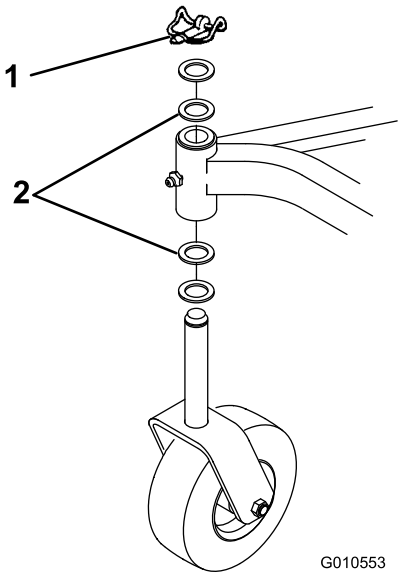

Figur 26
A. Hæv den lave side på klippeenheder, der normalt betjenes med klippehøjde 25-51 mm. Fjern ringstiften, der fastgør styrehjulet til den lave ende (Figur 26), og fjern styrehjulet.
C. Hvis klippeenheden betjenes med klippehøjde 51-102 mm, skal klippeenhedens højere side sænkes. Fjern ringstiften fra styrehjulet i enhedens høje ende, og fjern styrehjulet (Figur 26).